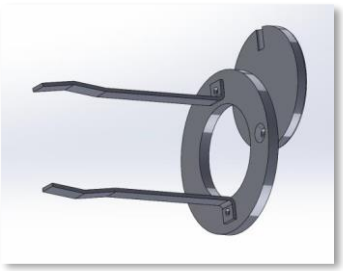

Abb. 2
2) Die VandalismusRosette mittels der beiden Sicherheitsschrauben kraftschlüssig mit den Winkelblechen verbinden (Abb. 2).